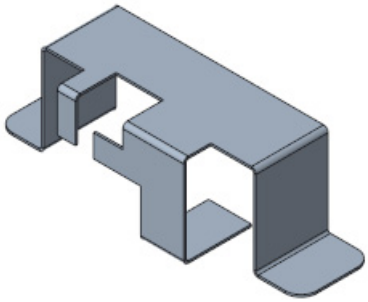

Figure 14-100 *Model after creating the round feature*
1. Create the rounds with radius 7, as shown in Figure 14-100, using the **Round** tool available in the **Engineering** group.